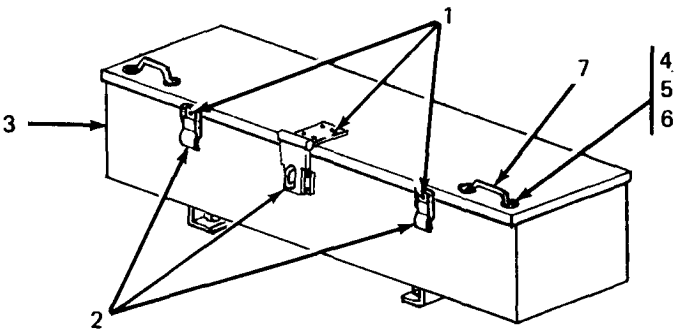

Figure 5-3. Accessory Box Repair,
5-5. *Accessory* Box Repair. (See figure 5-3.) The accessory box is repaired by replacing the hasp, the catches and the footmans loops, as required. The box itself may be straightened, welded, and repainted. If required, repaint in accordance with MIL-T-704, Type F, color Green, No. 383 of MIL-C-46168.
(1) Grind off or drill out solid rivets (1, figure 5-3) securing catch or hasp (2) to accessory box (3).
(2) Position new catch or hasp (2) on accessory box and secure with solid rivets (1).
(3) Touch up with paint as required.
(1) Remove two screws (4, figure 5-3), two flat washers (5), and two self-locking nuts (6) securing footmans loop (7) to accessory box lid.
(2) Position new footmans loop (7) on accessory box (3) and install with two screws (4) two washers (5), and two self-locking nuts (6).